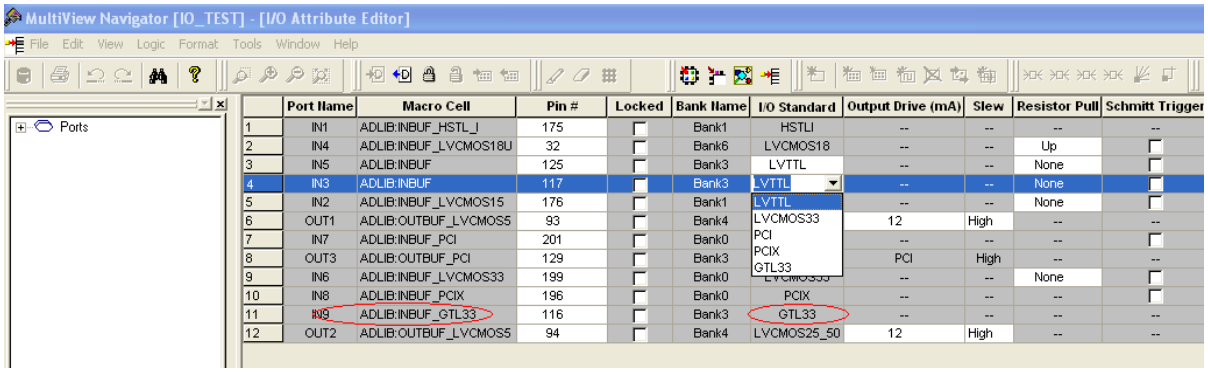

Figure 8-7 • **Assigning a Different I/O Standard to the Generic I/O Macro**
- Users will need to use the I/O Attribute Editor in Designer to change the default I/O standard if needed (see Figure 8-7 on page 8-9).
- The I/O standard of technology-specific I/O macros cannot be changed in the I/O Attribute Editor (see Figure 8-7).